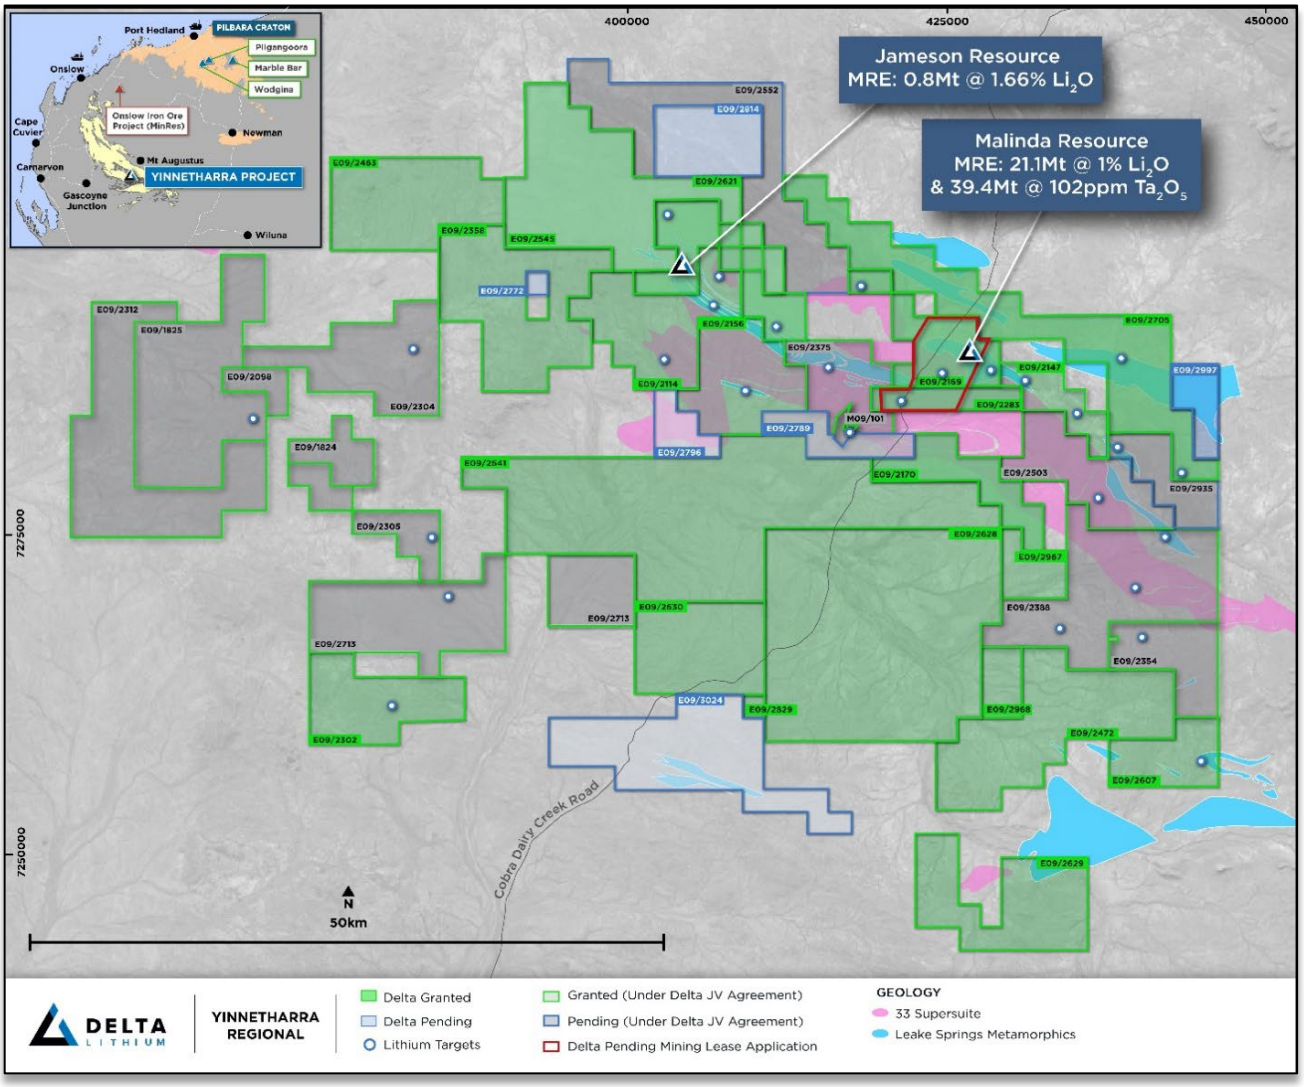

Figure 1: *Yinnetharra Project Tenure with identified Lithium Prospects*
The Yinnetharra project is in the Gascoyne region of Western Australia targeting lithium mineralisation. Delta Lithium has ~3,000km^2 of project tenure 100% owned and as Farm-in Joint Ventures. A MRE update for Yinnetharra was released in March 2025 of **21.9 Mt @ 1% Li_2O and 75ppm Ta_2O_5** and an **additional 17.5Mt @ 136ppm Ta_2O_5**. Farm-In Joint Venture Agreements and acquisitions have expanded the prospective stratigraphy to over 80km in length of the Leakes Springs metasediment package. Substantial groundwork has been completed by the geological team with greater than 25 prospects identified and many areas left to explore – see Figure 1.
As part of the regional campaign, exploration work has continued across the 3000km^2 Project and JV tenure. The team have been conducting systematic surface exploration across prospective areas and generated over 25 prospects (Figure 1) with many areas not yet explored. This greenfields geological work comprised of detailed mapping, rock chip and auger sampling as well as a high-resolution drone magnetic survey (EM).